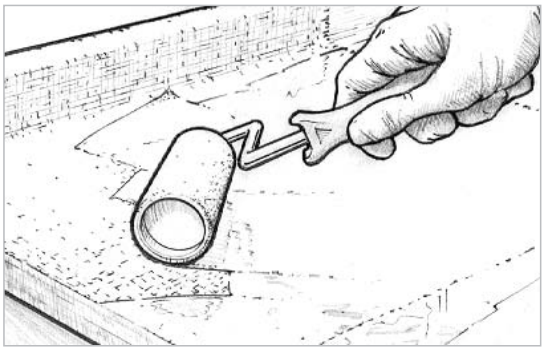

Figure 9-22 *Apply the first coat of unthickened epoxy to fill the weave of the cloth before the wet-out coat becomes completely tack free.*
9. Coat the surface to fill the weave before the wet-out becomes completely tack free *(Figure 9-22)*. Follow the procedures for epoxy barrier coating under Section 9.4.6. It will take two or three coats to completely fill the weave of the cloth and to allow for a final sanding that will not affect the cloth.